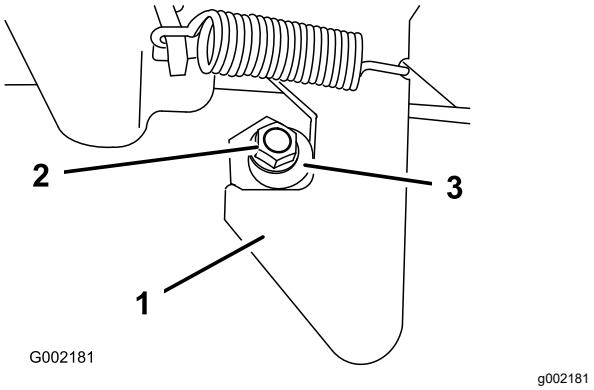

Figur 50
1. Lossa låsmuttern i änden av spärrstiftet (Figur 50).
2. Vrid spärrstiftet medsols tills det sitter tätt mot haken på spärrhaken (Figur 50).